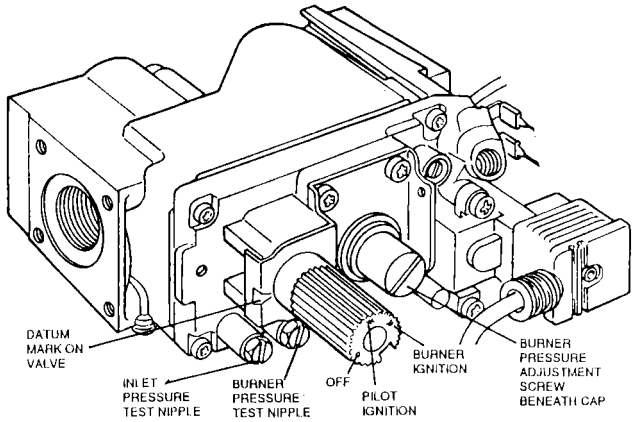
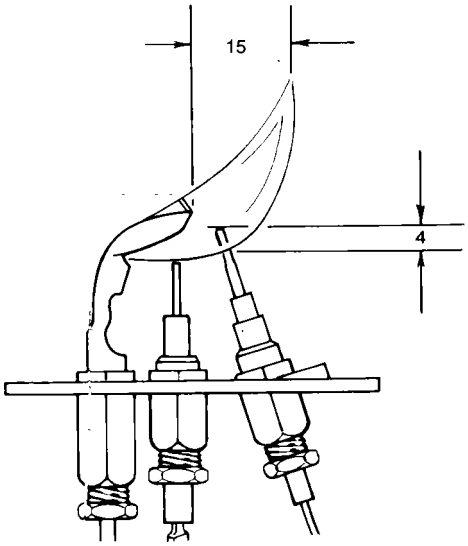

Figure 25 GAS CONTROL VALVE
Figure 26 PILOT BURNER
F. Partly depress and turn the gas control knob clockwise ensuring the symbol ● lines up with the datum mark on the gas valve body. See Fig 25. This ensures that the valve is in the 'OFF' condition.
See Fig 25.
C. If burner pressure adjustment is necessary, remove the screwed cap from the gas control valve, see Fig 25 , and turn the screw beneath clockwise to increase pressure and anti-clockwise to reduce pressure.
The pilot burner pressure is non-adjustable. The pilot flame should heat the thermocouple so that the pilot safety device is “held in” but must not cause the thermocouple to glow bright red. Fig 26 illustrates the approximate size of a correct flame. The E.M.F. generated by the thermocouple should be of the order of 20-30 mV open circuit, 10-14 my closed circuit. Due to the voltage drop in the overheat thermostat circuit there should be 6.5-8.5 mV closed circuit at the connection to the gas control valve. Drop out should occur between 1-3 mV closed circuit. If these conditions cannot be achieved check that the inlet pressure is 20 mbar See Fig 25 for inlet test nipple position. If this is correct contact Potterton Myson.